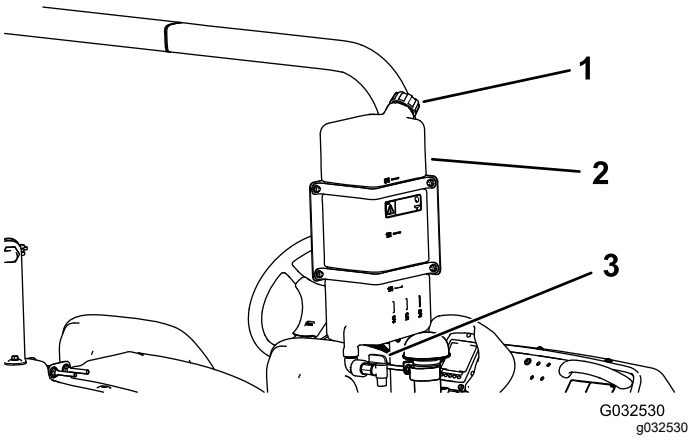

Figura 29
- Para llenar el depósito, desenrosque el tapón de la parte superior del depósito, llene el depósito con agua limpia y coloque el tapón (Figura 29).
- Para abrir la llave de paso del depósito de agua limpia, gire la palanca de la llave de paso (Figura 29).